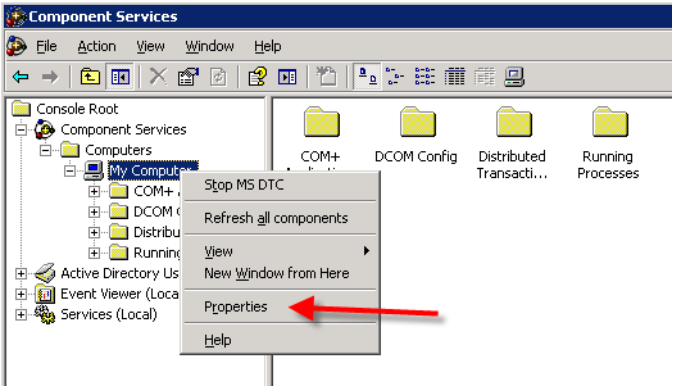

Figure 2-26 Component Services, My Computer Menu
3. Expand the Component Services tree until “My Computer” appears. Right-click on My Computer and select **Properties**, as shown in figure 2-26.